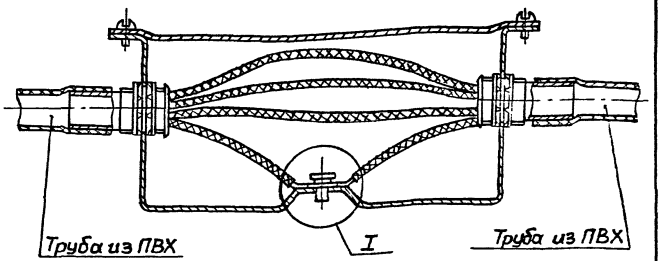
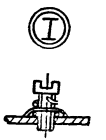

Рис.1
Рис.2
1. В случае, если в трубе из ПВХ кроме фазных прокладывается также нулевой рабочий или нулевой защитный(заземляющий) провод, то зануление (заземление) корпуса коробки выполняется „шлейфом" этого проводника (см. рис.2)или отпайкой от него к зажиму заземления внутри корпуса (см. рис. 1).